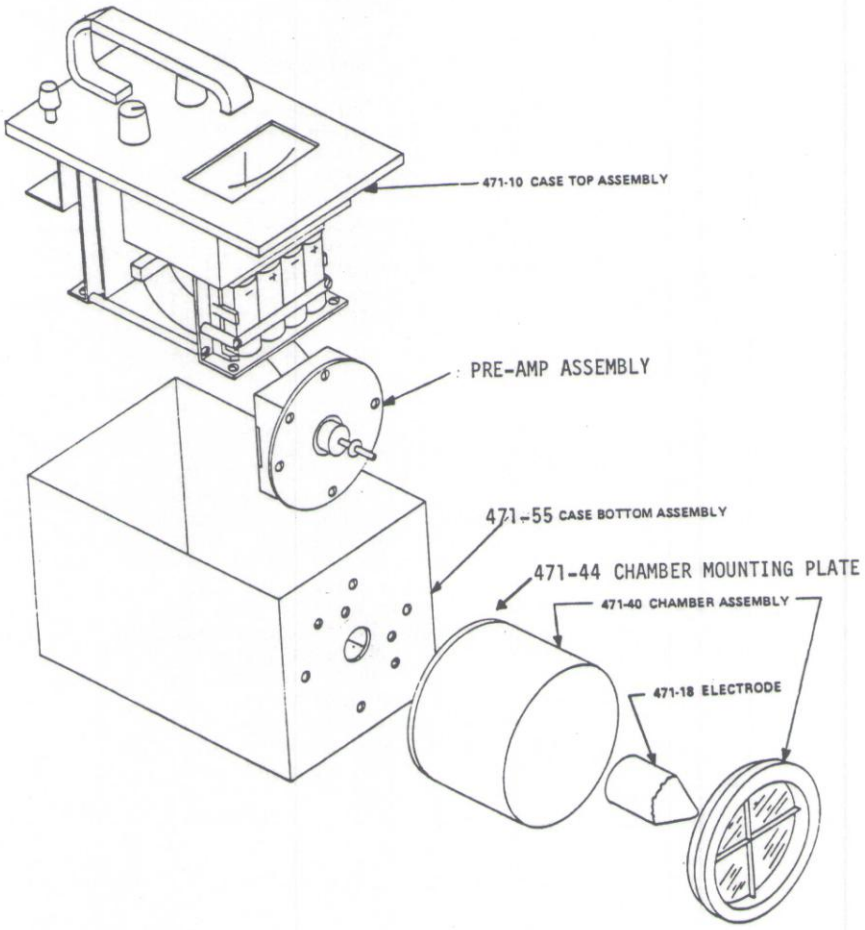

FIGURE 9. Exploded View
4.2 Troubleshooting (See Exploded View, Figure 9)
4.3 Ion Chamber Replacement - (See Exploded View, Figure 9).